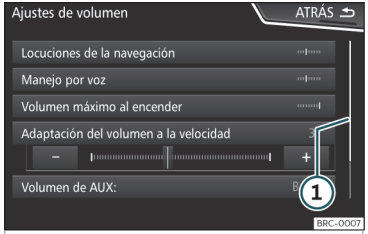

Fig. 130 Entradas de una lista de un menú de ajustes.
La barra de desplazamiento se muestra a la derecha y su tamaño depende de las entradas de la lista ››› **fig. 130** ①.